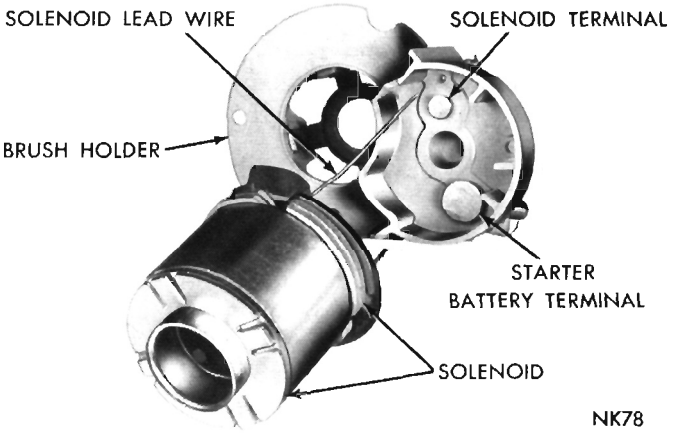

Fig. 20—Assembling Solenoid to Brush Holder Plate
(13) Enter solenoid lead wire through hole in brush holder (Fig. 20) and install solenoid stud, insulating washer, flat washer and nut. **Use care when installing solenoid contact seal over tab on brush plate to prevent tearing the seal.**